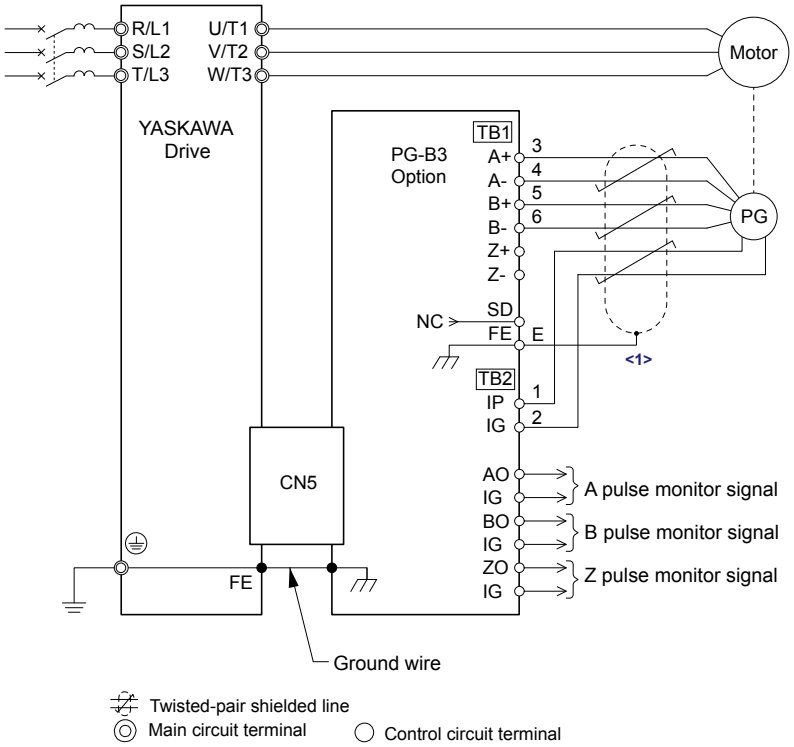
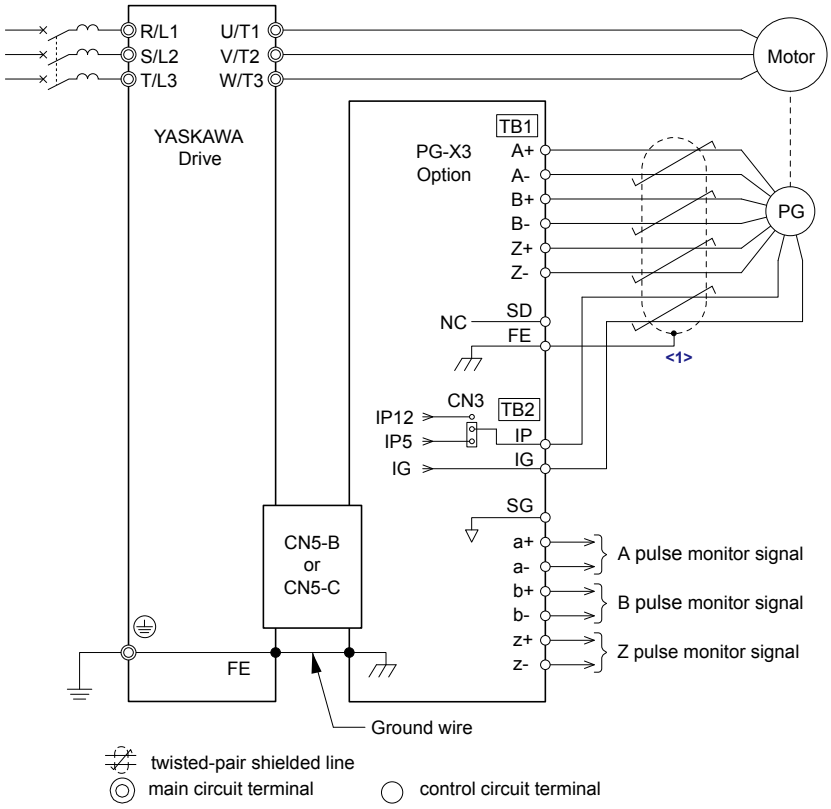

Figure 8.8 PG-B3 Option and Encoder Connection Diagram
Figure 8.12 PG-X3 Option and Encoder Connection Diagram
5. Wire the motor PG encoder to the terminal block on the option. Refer to ***Figure 8.8*** and ***Figure 8.12*** for wiring instructions.